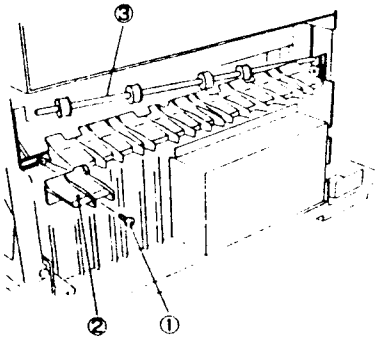

Рис. 3 NZM-0233
7. (Рис. 3): Снимите нижнюю направляющую бумаги, а затем входной ролик
①. Отверните винт.
②. Снимите нижнюю направляющую бумаги.
③. Снимите входную направляющую